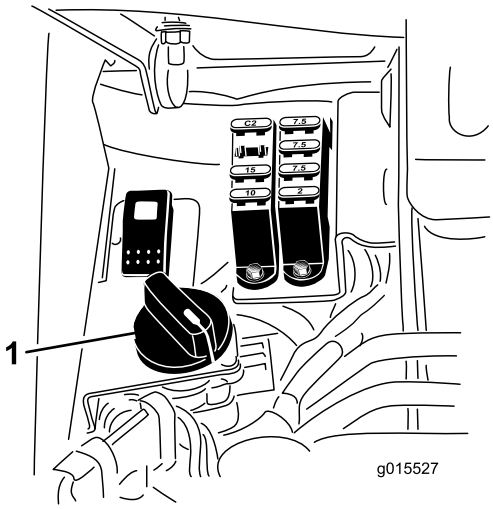

Figur 41
4. For å stille inn spolehastigheten, vri knotten (Figur 41) til indikatorpilene er i linje med antallet som angir ønsket innstilling.